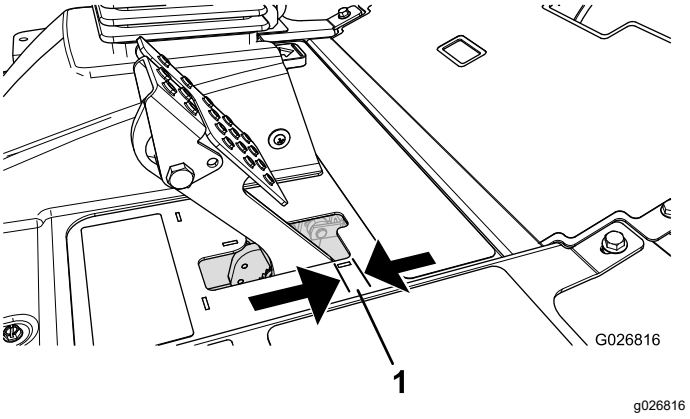

Figuur 112
4. Trap het rempedaal lichtjes in en meet de afstand die het pedaal zonder weerstand aflegt (Figuur 112).
Opmerking: Stel de remmen af als het rempedaal meer dan 2,5 cm speling heeft (Figuur 112), of als er meer remkracht nodig is.
6. Draai de achterste moeren vast om de kabel naar achteren te halen totdat het rempedaal 6 tot 13 mm speling heeft (Figuur 112) voordat de parkeerrem de wielen aangrijpt.